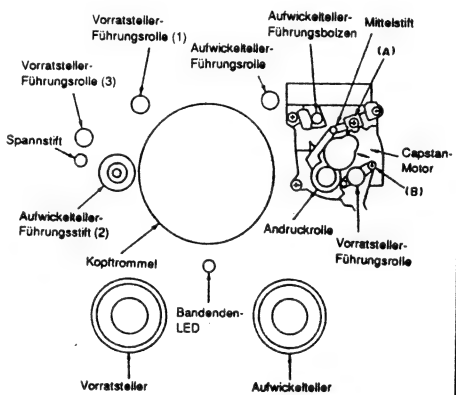

Abb. 3-9
2) Darauf achten, daß das Band an der Vorratsteller-Führungsrolle (2) keine Falten bildet. Falls Falten festgestellt werden, die Oberseite der Vorratsteller-Führungsrolle (2) mit einem Schlitzschraubendreher usw. drehen, um eine Feineinstellung der Höhe auszuführen (Abb. 3-9).
3-5 Höheneinstellung des Aufwickelteller-Führungsstiftes (Abb. 3-9, 3-10)
2) Die Schraube (A) an dem Capstan-Motor so einstellen, daß das Band in der Mitte des Mittelstiftes geführt wird. Darauf achten, daß an dem Aufwickelteller-Führungsbolzen keine Falten entstehen. Falls es zu Faltenbildung kommt, die Feineinstellung der Schraube (A) vornehmen (Abb. 3-9, 3-10).
4) Den Suchlauf rückwärts und die Wiedergabe wiederholen und die Schraube (B) an dem Capstan-Motor drehen, um die Neigung des Capstan-Motors so einzustellen, daß die Variationen die Höhe des Bandes innerhalb des oberen und unteren Flansches des Aufwickelteller-Führungsstiftes liegen.
5) Die Schraube (A) an dem Capstan-Motor so einstellen, daß das Band während der Wiedergabe in der Mitte des Mittelstiftes geführt wird. Darauf achten, daß die Spannung des Bandes zwischen der Aufwickelteller-Führungsrolle und dem Mittelstift nicht zu hoch ist (das Band sollte leicht durchhängen).
2) Darauf achten, daß an der Vorratsteller-Führungsrolle (1) und der Aufwickelteiler-Führungsrolle keine Falten gebildet werden. Falls Falten festgestellt werden, die Oberseite der Vorratsteller-Führungsrolle (1) und der Aufwickelteller-Führungsrolle mit einem Spezial-Schraubendreher drehen, um eine Feineinstellung ihrer Höhen vorzunehmen (Abb. 3-9).